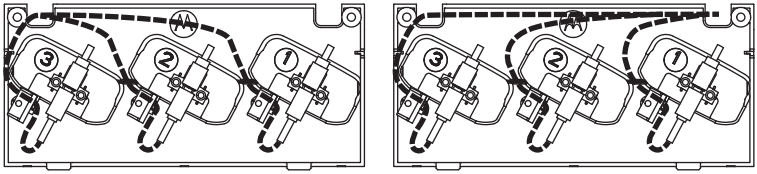

図 12: ケーブルの送り出し場所に合わせて USB ケーブルを配置する
3. 充電ポケットの下部にある USB レセプタクルにプログラミング ケーブルを接続し、図 12 のようにケーブルを配置します。